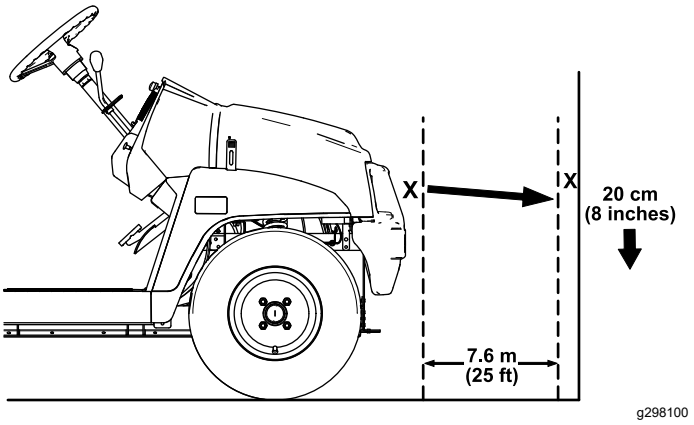

Figuur 54
1. Parkeer de machine op een horizontaal oppervlak met de koplampen op ongeveer 7,6 meter verwijderd van een muur (Figuur 54).
Het helderste gedeelte van de lichtstraal van de koplampen dient zich 20 cm onder de markering op de muur te bevinden (Figuur 54).